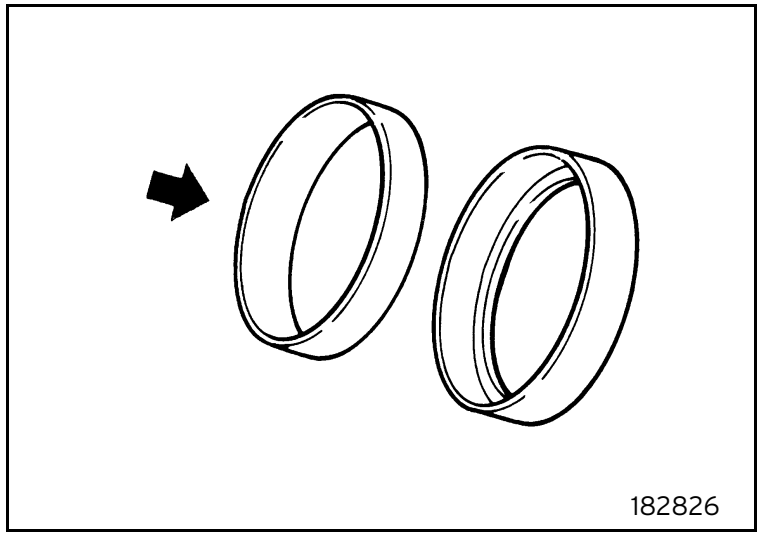

Fig. 26
- Warm up the bearing pre-load flange with a blowpipe and fit the roller bearing outer race (figure 26).